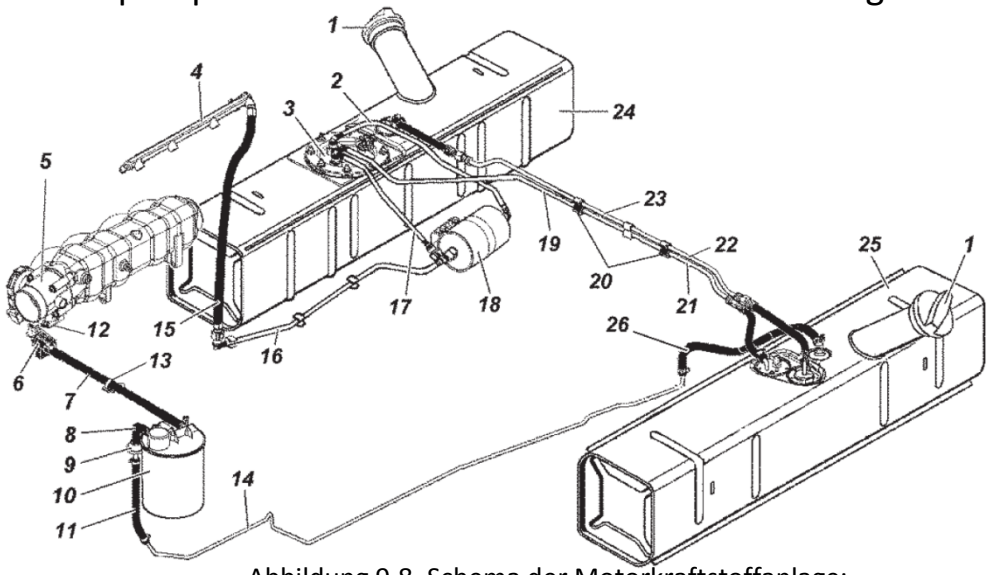

Abbildung 9.8. Schema der Motorkraftstoffanlage:
Der Kraftstoffendfilter 18 (Abbildung 9.8) ist als Einwegfestfilterelement konzipiert und muss, wenn er zugesetzt ist, ersetzt werden.
Die Kraftstofftanks 24, 25 (Abbildung 9.8). Die Wartung der Treibstofftanks beinhaltet eine Regelmäßige Spülung des Filters des Treibstoffmoduls (rechter Tank) sowie eine Spülung der Tanks selbst.
- Öffnen Sie die Bodenklappe der Karosserie über dem Kraftstoffmodul 3, entfernen Sie die Befestigungsschrauben des Separators 27 (Abbildung 9.8), entfernen Sie den Separator und die Schläuche vom Separator;
Das Kraftstoffmodul 3 (Abbildung 9.8) ist versenkbar und umfasst die Kraftstoffförderpumpe, ein feines Sieb, die Strahlpumpe, den Druckregler und den Füllstandsmesser.